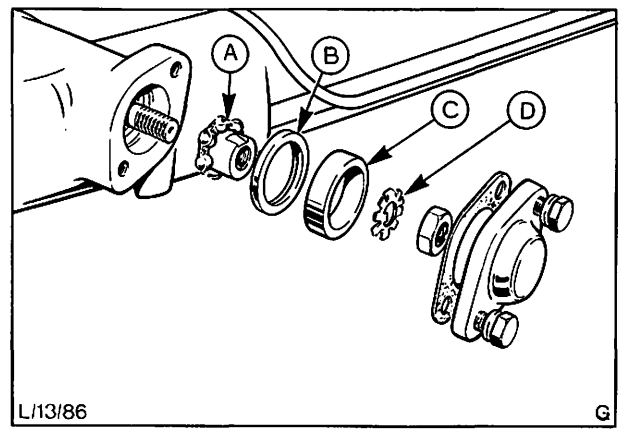

Abb. 28 A = Lager
8. Unteren Ritzellagerdeckel mit Dichtung aus dem Gehäuse ausbauen (2 Schrauben), Abb. 28.
9. Sicherungsblech und Mutter vom unteren Ende des Ritzels entfernen, indem man den oberen Teil der Welle gegen Verdrehung absichert, Abb. 28. Die Kerbnuten gegen Beschädigung schützen.